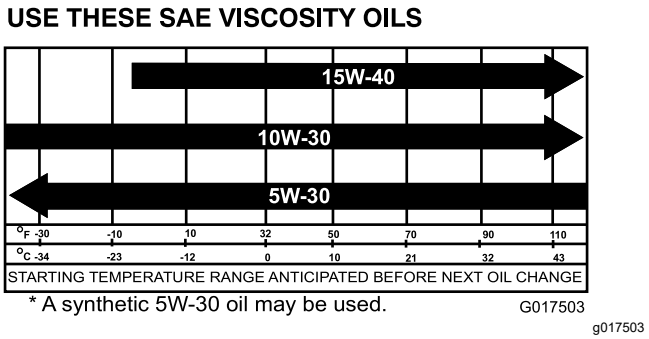

Figur 36
5. Fyld krumtaphuset med den angivne olie (Figur 36).